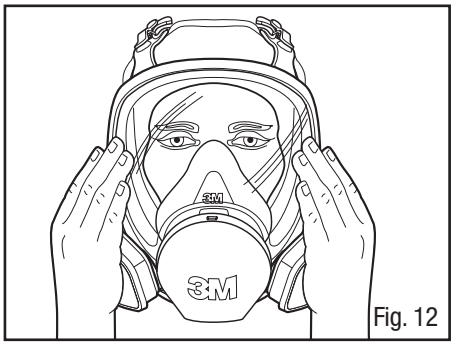

Fig. 12
1. Coloque as palmas das mãos para cobrir a face do cartucho ou área aberta do Retentor de Filtro 3M™ 501 e inale levemente. Se você sentir a peça facial murchar ligeiramente e puxar para mais próximo à sua face sem vazamentos entre a face e a peça facial, então foi obtida uma vedação adequada (Fig. 12).